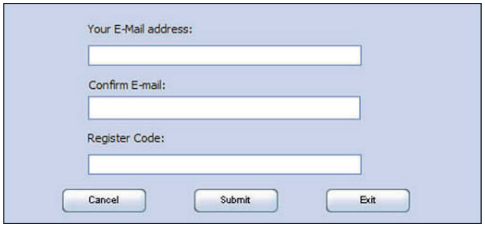

Figure 2
3. Dans la figure 1, tapez le numéro de série du produit situé à l'arrière de l'outil et cliquez sur Mise à jour pour passer à la page d'inscription. Entrez les informations suivantes et cliquez sur Soumettre (reportez-vous à Figure 2).